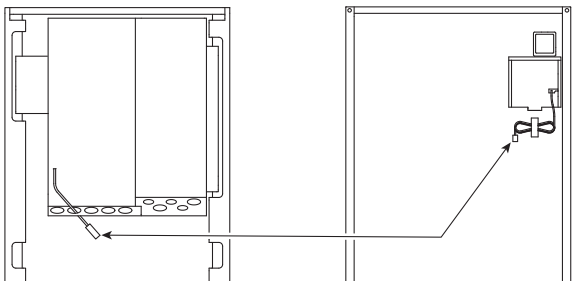

Рис. 3.1.8 Рис. 3.1.9
1. При заводской настройке, кабель основного пульта управления (Рис. 3.1.8) на основном блоке не подключен к разъему (Рис. 3.1.9) на передней панели.